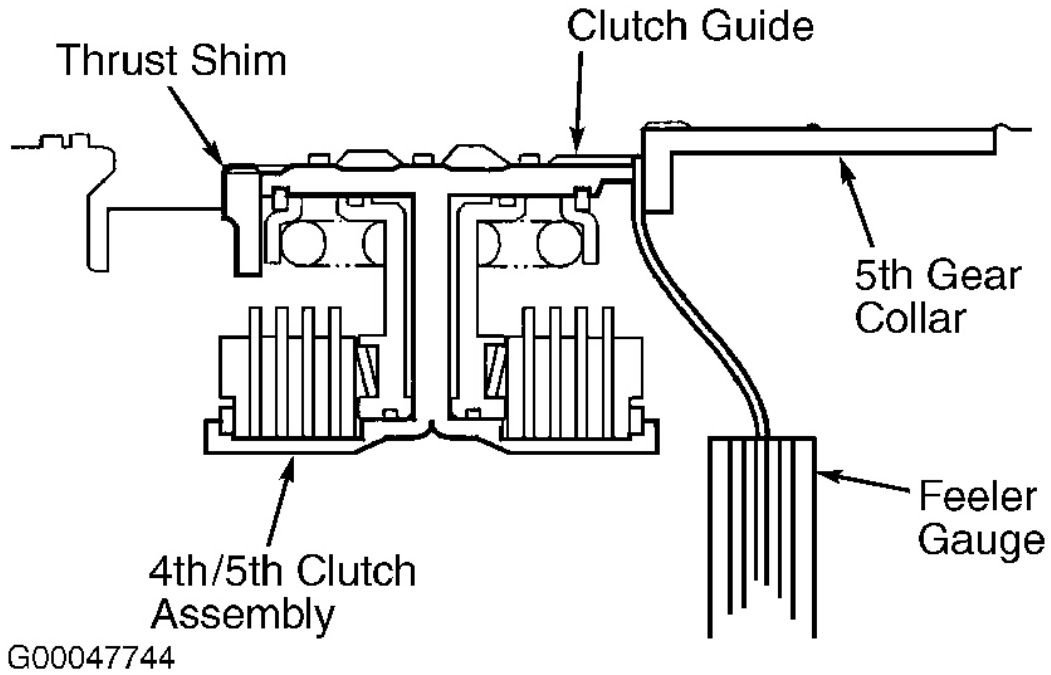

Fig. 33: Measuring 4th-5th Clutch Assembly Clearance
3. Hold the 5th gear collar against the clutch assembly, then measure the clearance between the clutch guide and the 5th gear collar with a feeler gauge in at least 3 places. See **Fig. 33** . Use the average as the actual clearance.